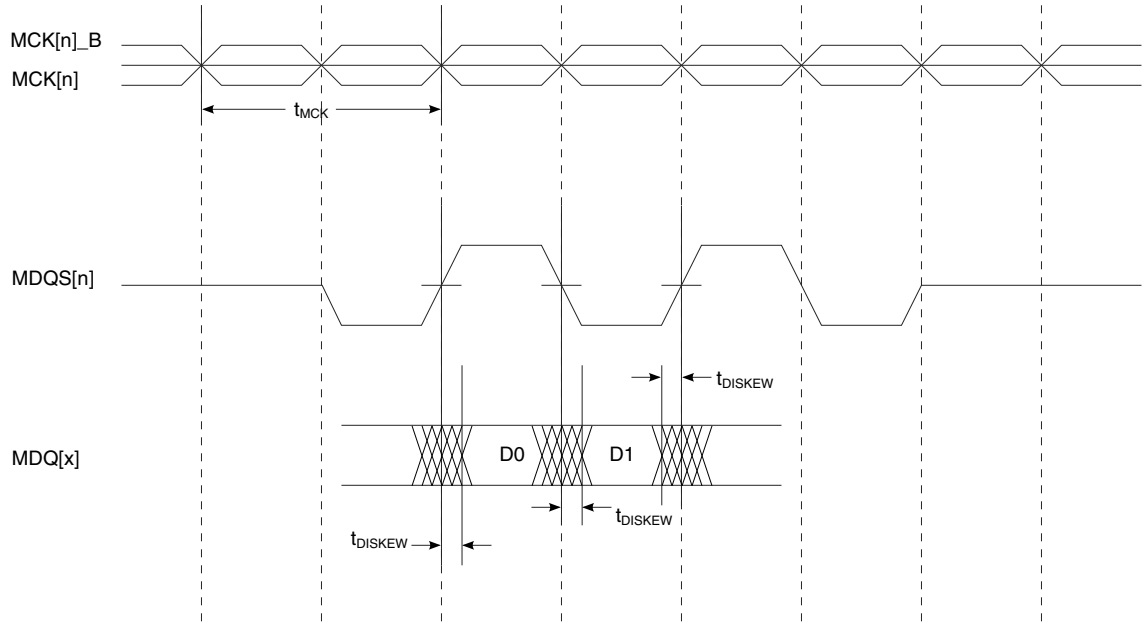

Figure 12. DDR4 SDRAM interface input timing diagram
1. See Figure 12. on page 82.
3. See Figure 12. on page 82.
1. t_{CISKEW} represents the amount of skew consumed by the controller between MDQS[n] and any corresponding bit that will be captured with MDQS[n]. This should be subtracted from the total timing budget. 2. The amount of skew that can be tolerated from MDQS to a corresponding MDQ signal is called t_{DISKEW}. This can be determined by the following equation: t_{DISKEW} = +/-(T / 4 - abs(t_{CISKEW})), where T is the clock period and abs(t_{CISKEW}) is the absolute value of t_{CISKEW}. 3. See Figure 12. on page 82.